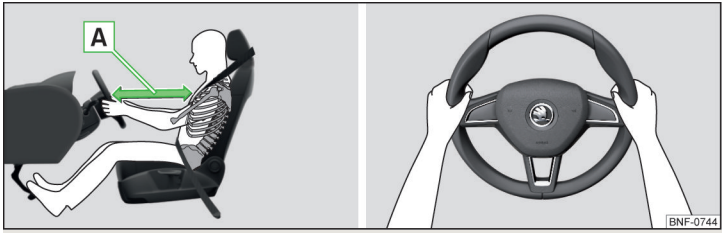

Fig. 2 **Correct seated position for the driver/correct steering wheel position**
✓ Adjust the driver's seat so that the pedals can be fully depressed with slightly bent legs and the distance between the steering wheel and your chest is at least 25 cm » Fig. 2 - A.
- When driving, hold the steering wheel with both hands firmly on the outer edge in the "9 o'clock" and "3 o'clock" position » Fig. 2. Never hold the steering wheel in the "12 o'clock" position or in any other way (e.g. in the middle, inner edge of the steering wheel or similar). Otherwise, you could sustain serious injury to the arms, hands and head if the airbag is activated.